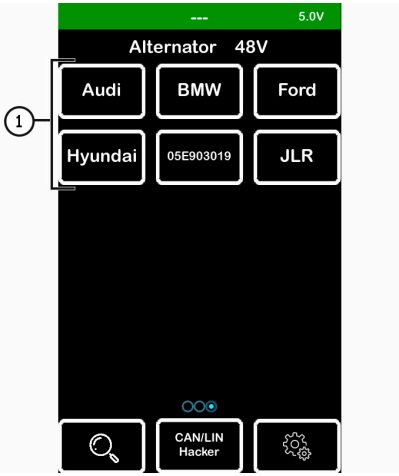

Рисунок 30
3. Далі зайдіть у меню тестера і виберіть режим перевірки 48 В та модель автомобіля, що відповідає генератору (див. поз. 1 рис. 30).